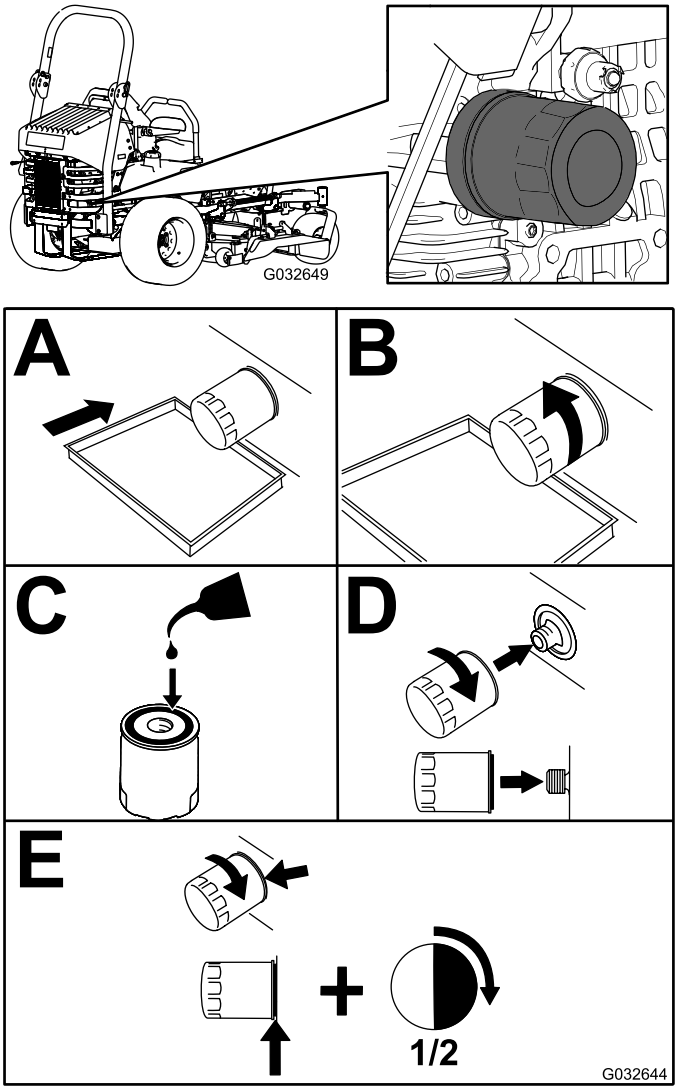

Figur 50
2. Skift motoroljefilteret (Figur 50).